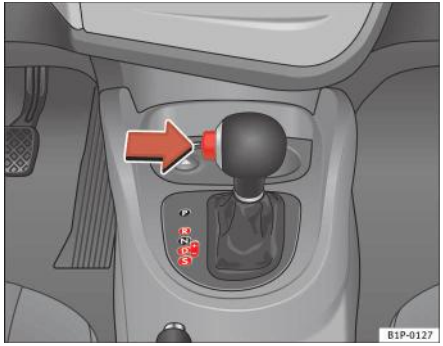

Fig. 125 Conducerea automobilului
– Apăsați butonul de pe maneta selectorului de viteze (pe partea stângă) ⇒ fig. 125.